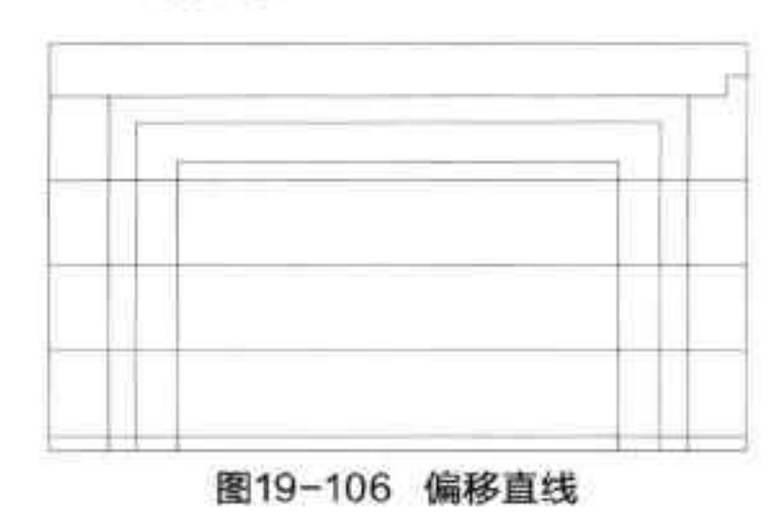

图19-106 偏移直线
Step 05 执行“偏移”命令，将轮廓线分别向下偏移 1038mm、638mm、638mm 和 638mm，如图 19-106 所示。